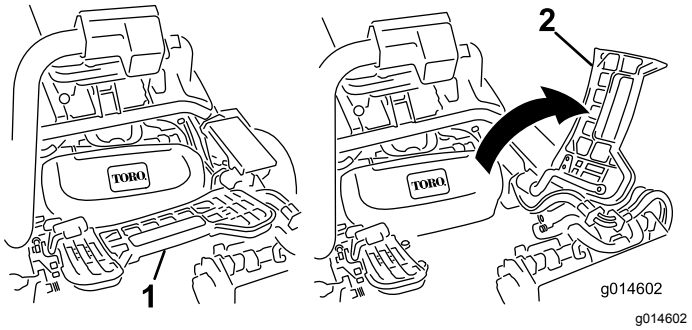

Figur 11
7. Om du monterar mittklippenheten lyfter du upp fotstödet och fäller upp det så att du kommer åt mittklippenheten (Figur 11).